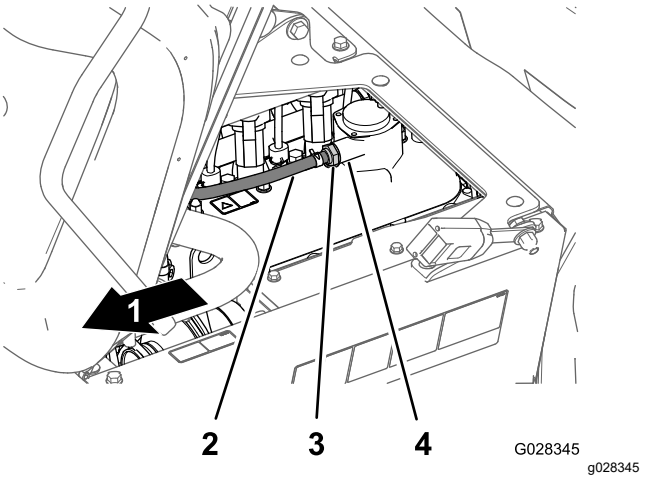

Figura 81
2. Retire a válvula PCV do encaixe da cobertura da válvula (Figura 81).
Nota: Se o limitador interno da válvula fizer barulho, a válvula PCV está operacional; se o limitador interno não fizer barulho quando agitado, substitua a válvula PCV (Figura 81).
4. Insira a válvula PCV até esta estar completamente assente no vedante para o encaixe da cobertura da válvula (Figura 81).